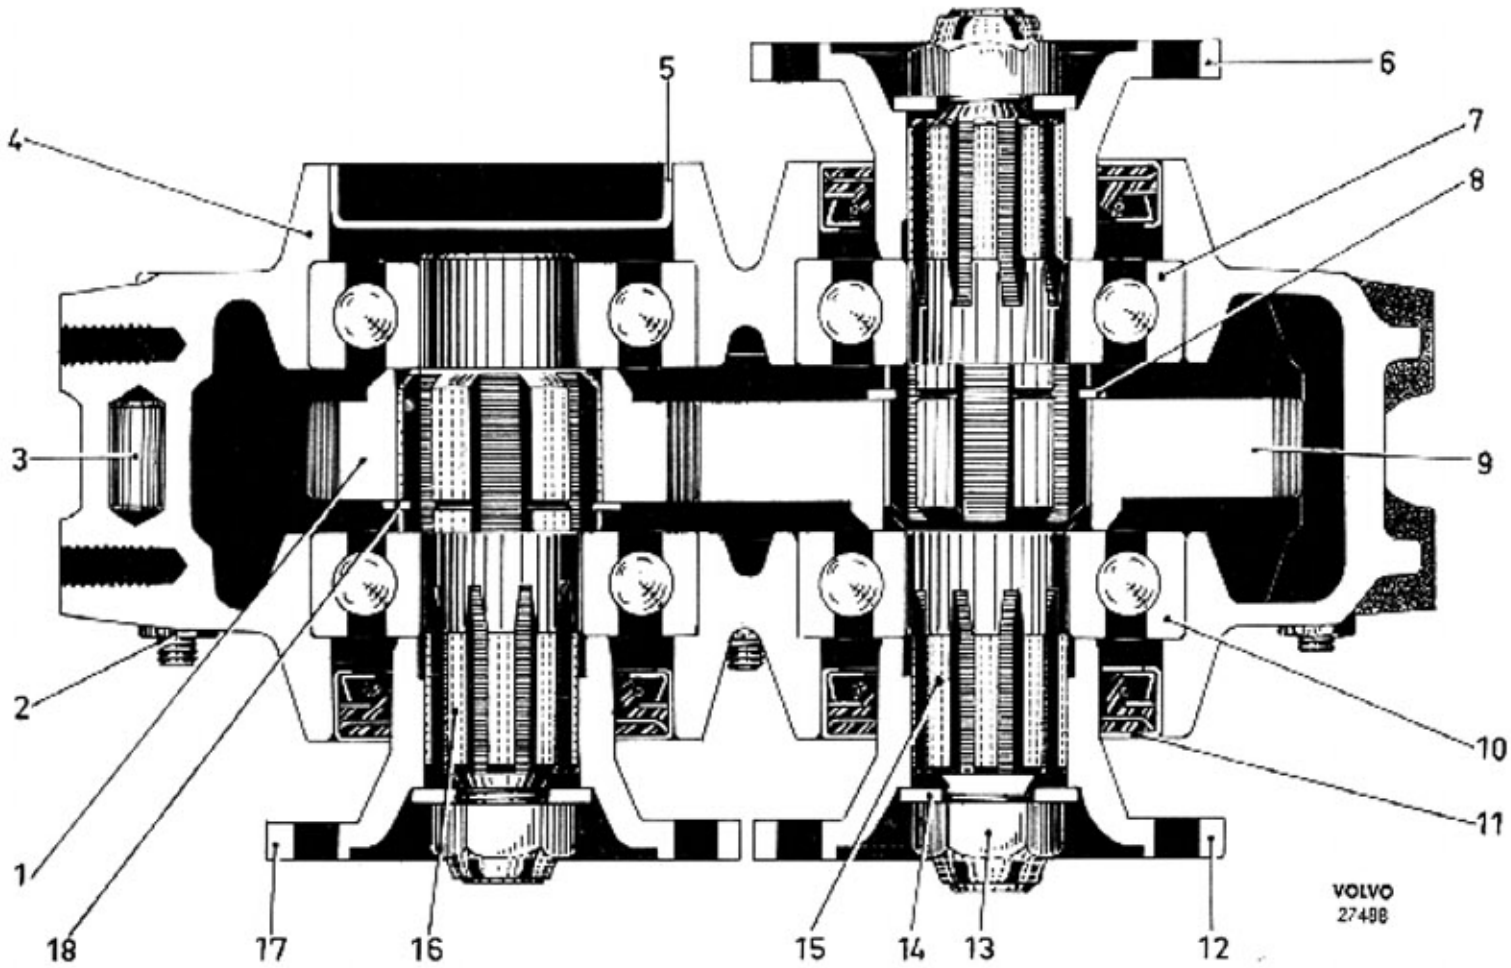
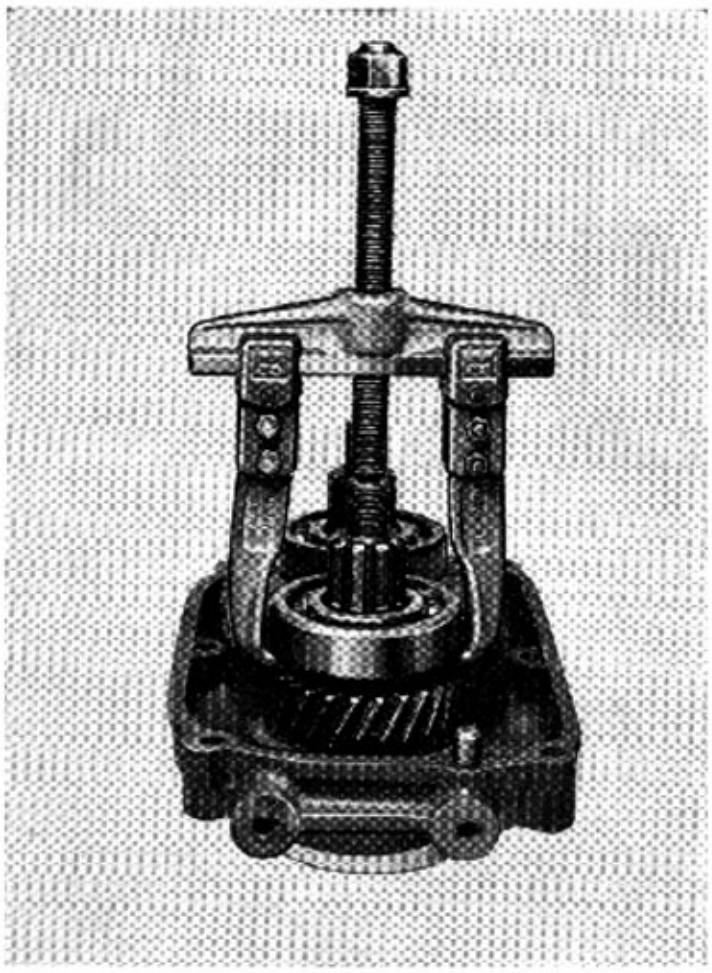

Bild 48-4. Kuggväxel
Bild 48-5. Demontering av lager VOLVO 27490
Kuggväxeln (bild 48-4) förmedlar kraften mellan kraftuttag och vinsch, samtidigt som en viss nedväxling av det ingående varvtalet kan ske.
2. Lossa muttrarna (13) bild 48-4 för medbringarna. Använd SVO 2409 som mothåll. Avlägsna brickorna (14) och drag av samtliga medbringare med hjälp av avdragare SVO 2261.
3. Tag bort skruvarna (2) som håller ihop växelhushalvorna. Spänn fast en av halvorna i ett skruvstycke och slå med en gummiklubba på axeländarna tills halvorna skiljs åt.
4. Drag av det frilagda lagret på primäraxeln enl. bild 48-5.
5. Driv sedan sekundäraxeln (15) med kugghjul (9) och lager ur huset.